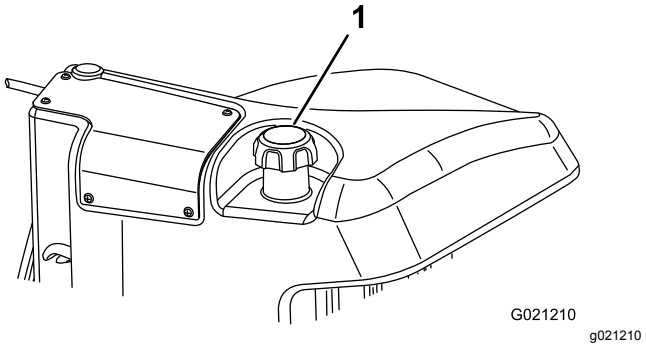

Figur 28
3. Fjern dækslet fra brændstoftanken (Figur 28).